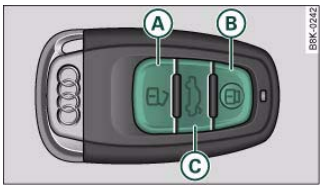

Fig. 36 Remote control key: Control buttons
If you select "Locking boot lid/tailgate" **on**, you can no longer open the luggage compartment using the handle on the boot lid ⇒ *page 49*, fig. 43. In this case, you can open the boot lid using the button on the remote control key ⇒ fig. 36 or the unlock switch on the driver's door ⇒ *page 48*, fig. 42. ■
– Press the button to unlock the vehicle ⇒ fig. 36.